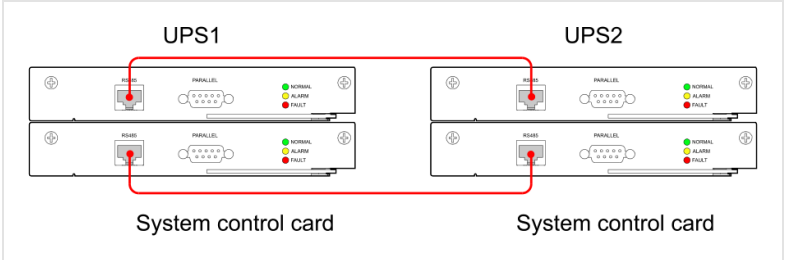
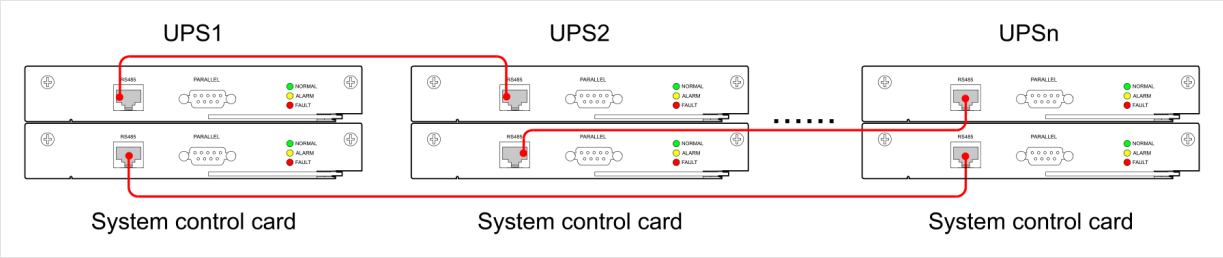

FIGURE 2-14 RS485 link between two UPS
FIGURE 2-15 RS485 link between several UPS (ring)
1. Link the RS485 ports with RJ45 network cables: two UPS as in Figure 2-14, more UPS in a ring as in Figure 2-15. Pins: Figure 2-13.